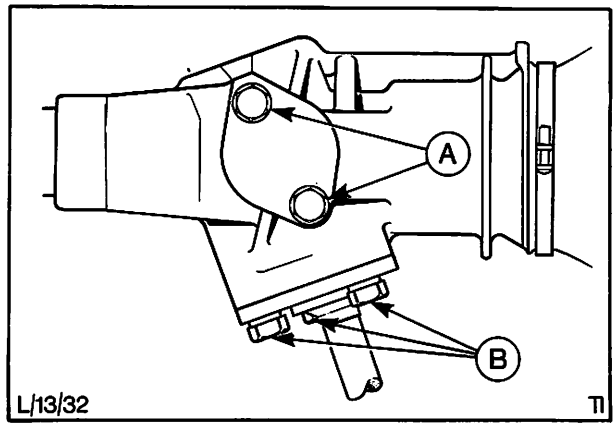

Abb. 23 A = Befestigungsschrauben – Gleitsteindeckel
2. Schrauben des Gleitsteindeckels (2 Stück) entfernen, Abb. 23.